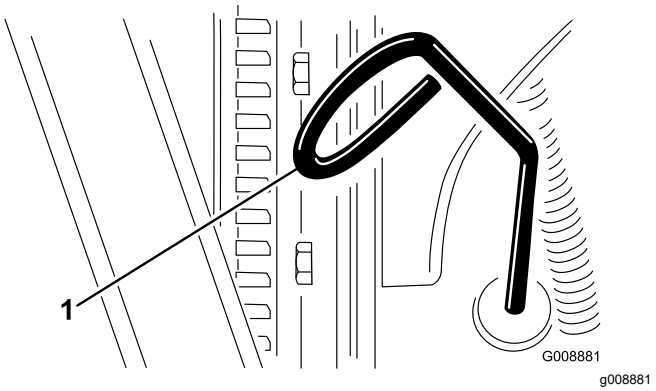

**Figur 72**
3. Ta ut oljestickan (Figur 72) och torka av den med en ren trasa.